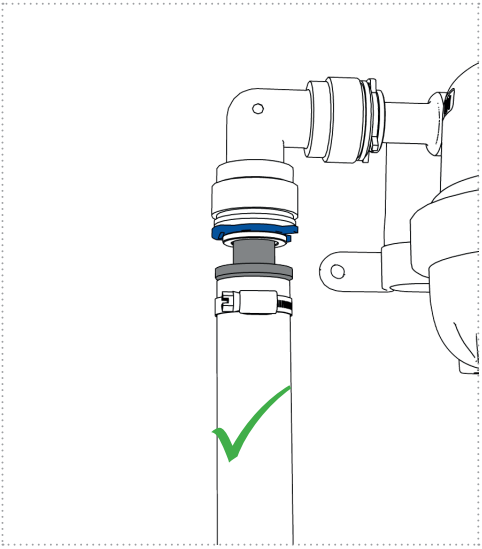

Abbildung 14a
6. Überprüfen Sie alle Verbindungen auf korrekten Sitz und eine spannungsfreie Anbindung an die UV-Einheit (*Abbildung 14a und 14b*).